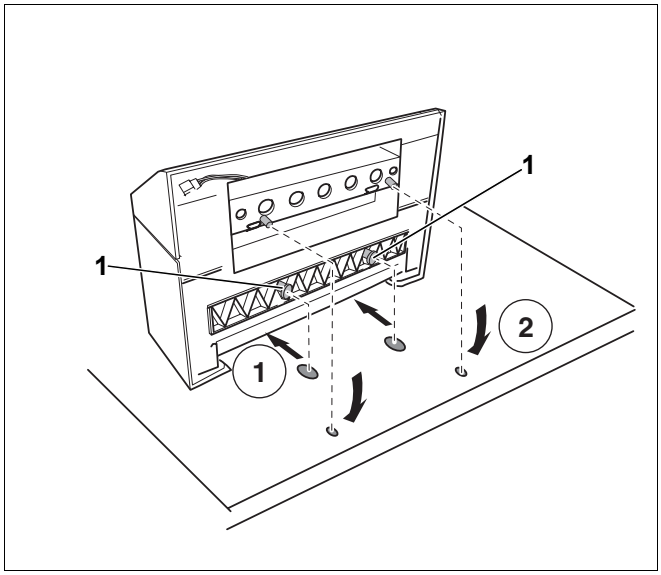

Рис. 6 Монтаж системы управления на отопительном котле (вид сзади отопительного котла)
- Вставить передние крюки (рис. 6, **поз. 1**) снизу на системе управления в предусмотренные для них пазы на котле и задвинуть систему управления вперед (рис. 6, **шаг 1**).
- Нажать на систему управления сзади вниз до защелкивания (рис. 6, **шаг 2**).